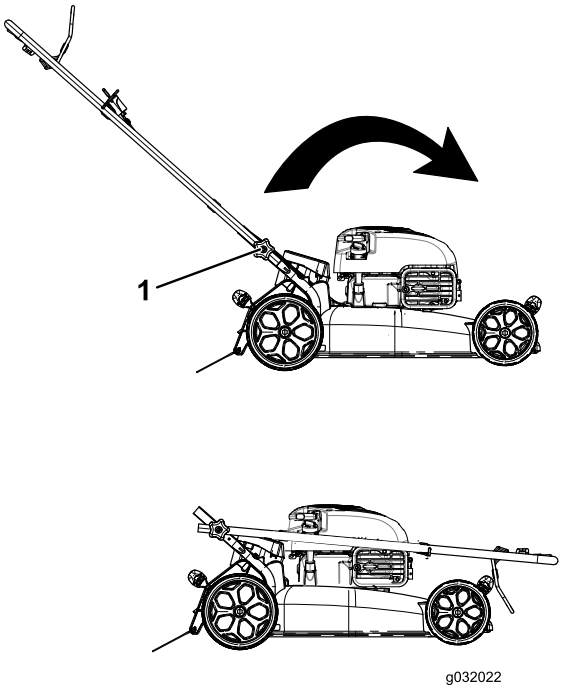

Figur 22
1. Lossa handtagsreglagen tills du kan röra handtaget fritt (Figur 22).
1. Handtagsreglage (2)
2. För handtaget framåt enligt Figur 22.